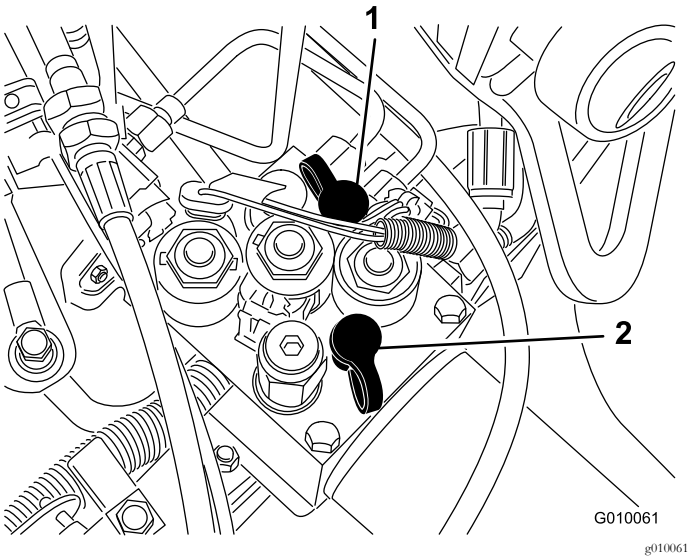

**Figur 60**
- Teståpning G 2 (Figur 60) brukes til å hjelpe til med feilsøking i trekkmatingskretsen.
- Teståpning G 1 (Figur 60) brukes til å hjelpe til med feilsøking i trykket i løftekretsen.